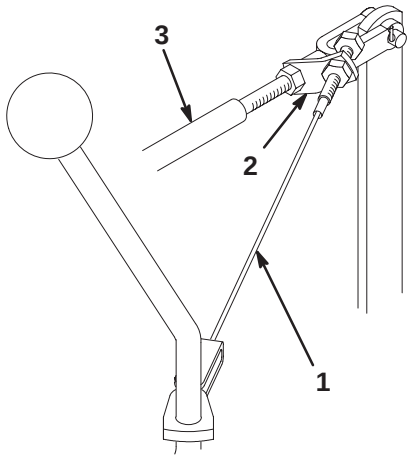

**Figure 51**
1. Loosen the front jam nut securing the cable assembly to the mow/lift control rod bracket (Fig. 51).
3. While holding the mow/lift control rod in the rear position, tighten the rear locknut to remove almost all of the slack from the cable assembly (Fig. 51). Do not over-tension the cable.